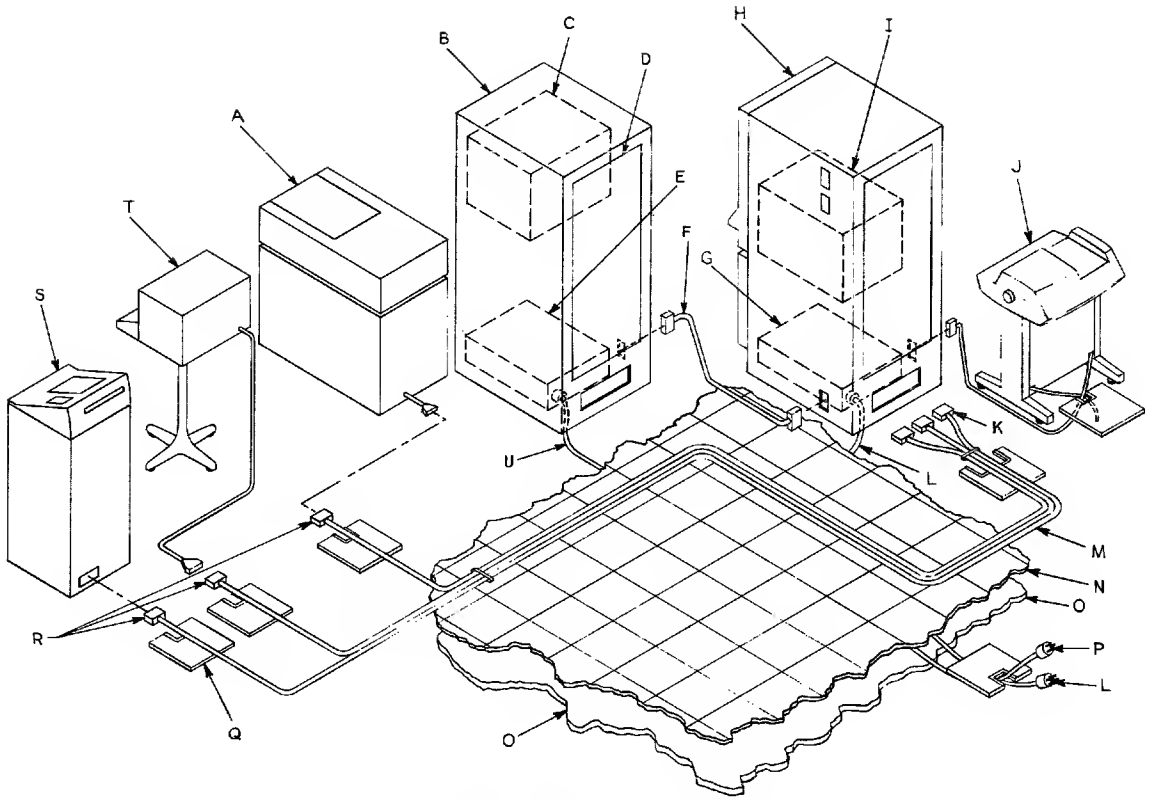

Figure 4-4. Layout of Cables and Equipment
Interconnection cables should now be prepared for installation as shown in Figure 4-4.
- Assure theat cables installed beneath the raised floor are of sufficient length to reach respective mating connections on peripherals and within mainframe chassis. (Refer to Figure 4-4.)
The access plate on the bottom rear of the mainframe cabinet is for cables only; power cords connect from underneath the cabinet as shown in Figure 4-4.
- Feed the other plug-end of the orange/white line through the cabinet-interconnection access cutouts (Figure 4-4), and then plug into receptacle J3 on the mainframe cabinet's PDU.
Peripherals mounted in Prime cabinets can be interconnected with mainframe controller boards via access cutouts and cables as shown in Figure 4-4 (Index F). This category of peripheral includes tape transports, cartridge disk drives, diskette drives and paper tape reader/punches.